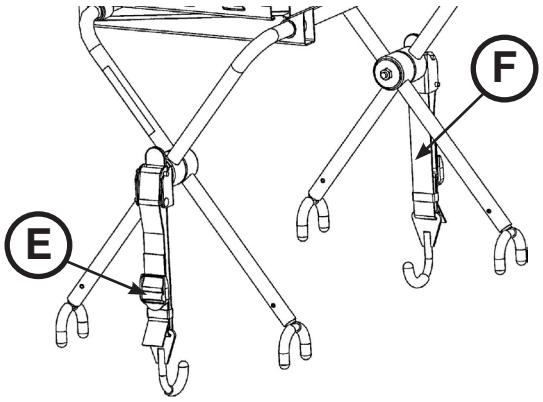

Afbeelding 59
- Als het defibrillatorplatform niet stevig aan de brancard is vastgemaakt wanneer de twee vergrendelingshaken worden gebruikt of als u de vergrendelingshaken niet rond de matrasdrager van de brancard kunt bevestigen, moet u het lipje (E) loshalen, de band (F) losser maken of aantrekken tot de juiste afstelling is verwezenlijkt , en vervolgens het lipje (E) omhoogduwen tot het hoorbaar vastklikt (Afbeelding 59)